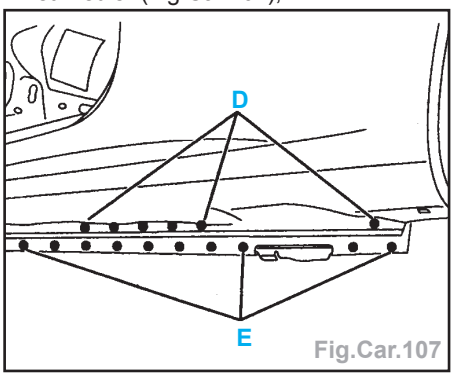

Fig.Car.107
- par points bouchons au MIG (suivant **D**) et meuler (Fig.Car.107),